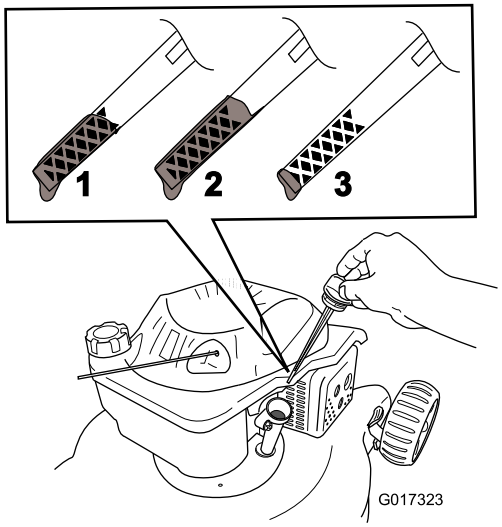

Figure 9
5. Pour déterminer le niveau d'huile correct indiqué par la jauge, voir (Figure 9).
Remarque: Versez de l'huile dans le carter moteur jusqu'à ce que la jauge indique le niveau correct, comme illustré à la Figure 9. Si vous remplissez excessivement le carter moteur, vidangez l'excédent d'huile comme expliqué à la section Vidange et remplacement de l'huile moteur.